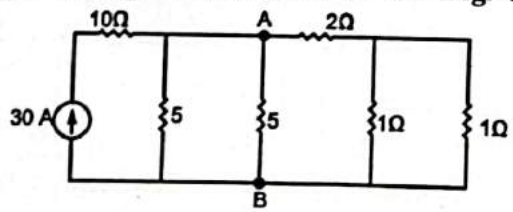

FIG. 1.166
**Determine the current flowing through 5 Ω resistor in the Fig. 1.166 using Norton's theorem.**